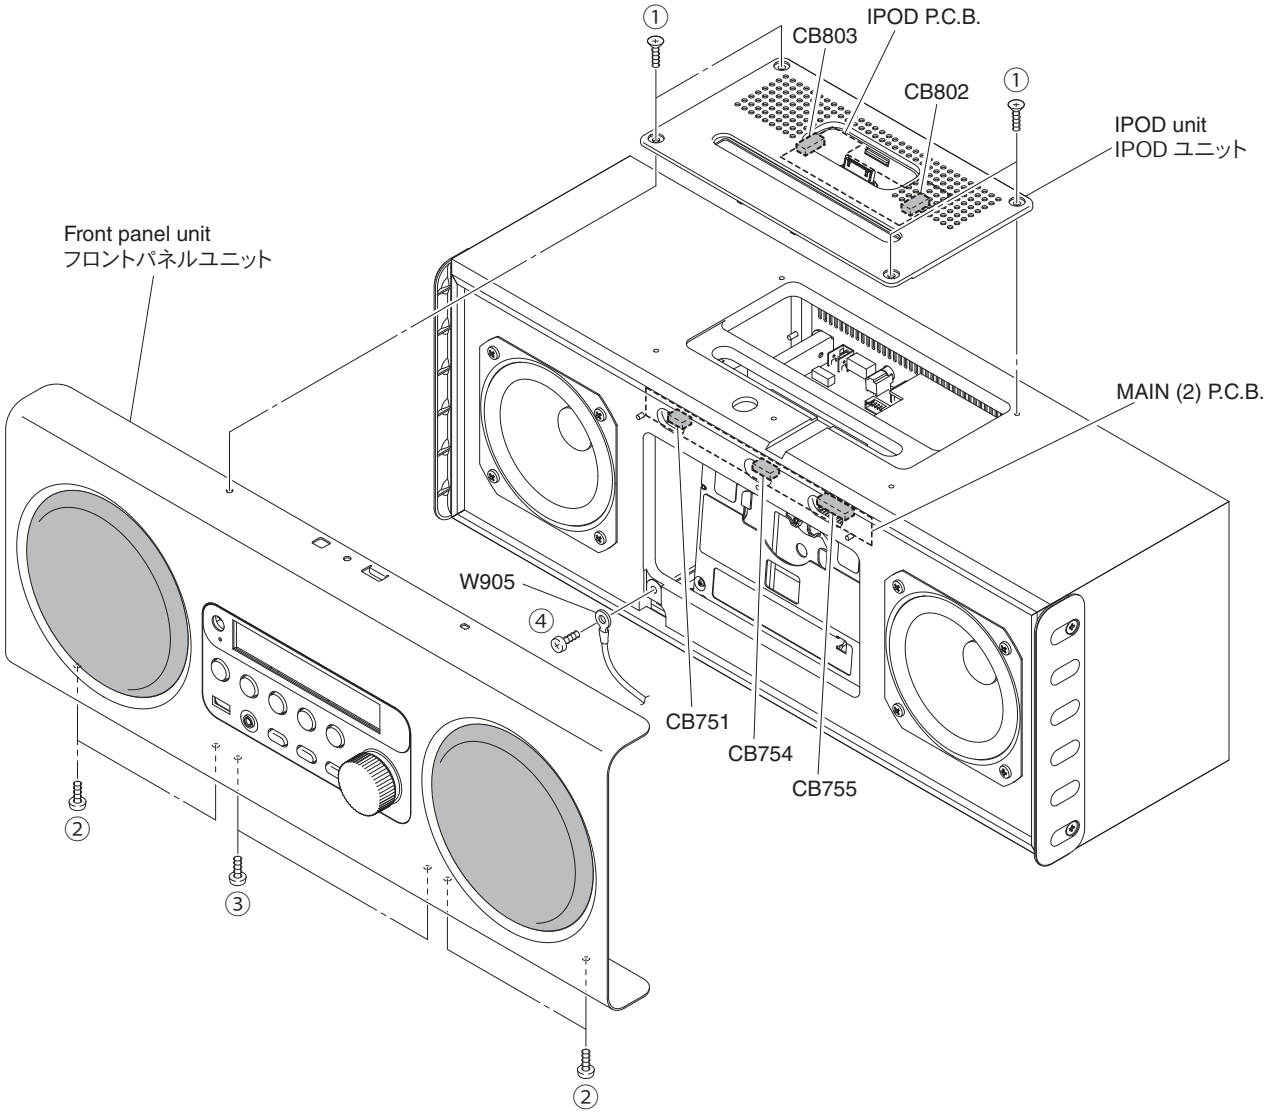

Fig. 1
c. Remove screw (④), and then remove W905. (Fig. 1)
d. Remove the front panel unit. (Fig. 1)
a. ① のネジ 4 本を外します。(Fig. 1)
b. CB802、CB803 を外します。(Fig. 1)
c. IPOD ユニットを外します。(Fig. 1)
a. ② のネジ 4 本、③ のネジ 2 本を外します。(Fig. 1)
b. CB751、CB754、CB755 を外します。(Fig. 1)
c. ④ のネジ 1 本を外し、W905 を外します。(Fig. 1)
d. フロントパネルユニットを外します。(Fig. 1)